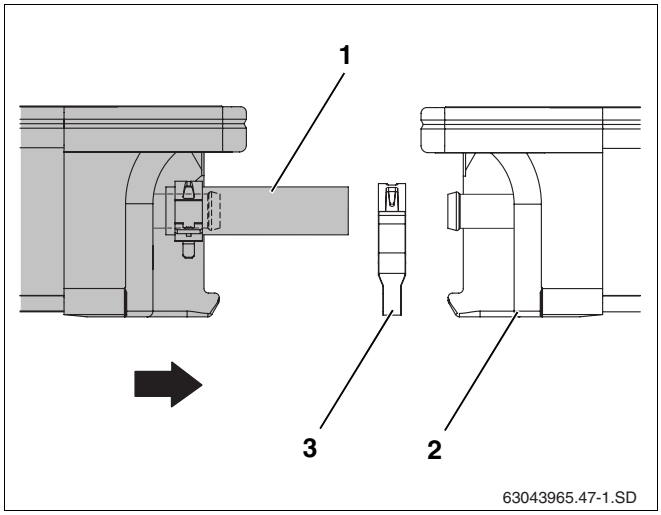

Abb. 46 Zweiten Kollektor an den ersten schieben
- Zweiten Kollektor mit den vormontierten Solarschläuchen (Abb. 46, **Pos. 1**) auf die Profilschienen legen und in die Abrutschsicherungen gleiten lassen.
- Die zweite Federbandschelle (Abb. 46, **Pos. 3**) auf den Solarschlauch schieben.
- Den Kollektor so an den ersten Kollektor (Abb. 46, **Pos. 2**) schieben, dass die vormontierten Solarschläuche auf die linken Anschlüsse des ersten Kollektors geschoben werden.